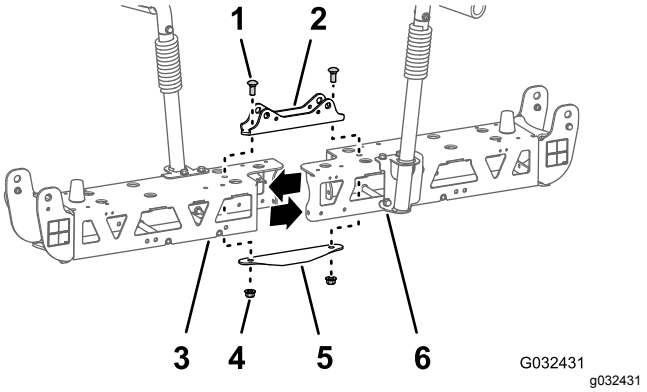

Figur 51
2. Afmonter de 2 bræddebolte (1/2 x 1-1/4 tomme) og 2 låsemøtrikker (1/2 tomme), der fastgør det smalle cylinderbeslag, venstre og højre afstiverstel og den smalle stødplade (Figur 51).